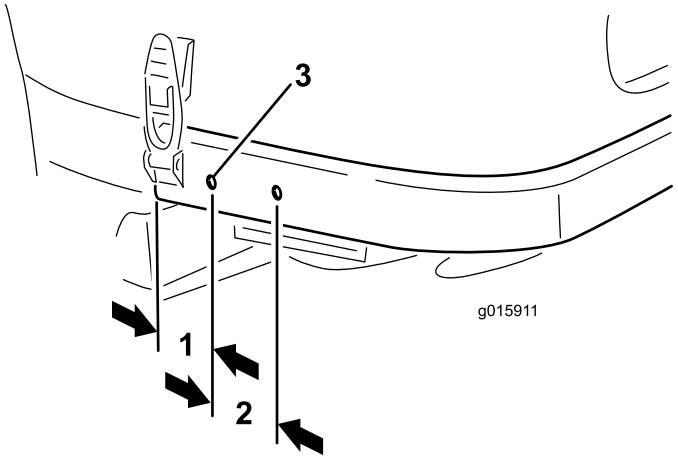

Bild 10
2. Verwenden Sie die Abmessungen in Bild 10 und markieren und bohren Sie zwei 9 mm große Löcher in jede Seite des Heckrahmens. Zentrieren Sie die Löcher im Rahmen